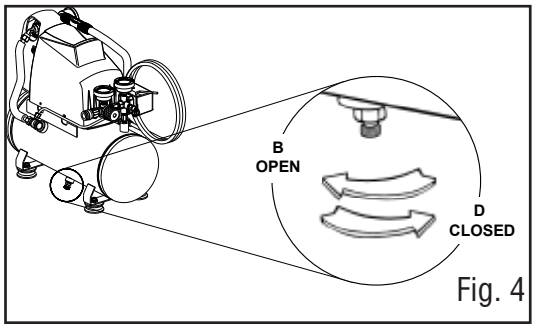

Fig. 4
2. Close the tank drain valve (D). (Fig. 4)
4. Turn the pressure switch to the AUTO position (C).
4. Drain tank of moisture after each day's use. If unit will not be used for a while, it is best to leave drain valve open until such time as it is to be used. This will allow moisture to completely drain out and help prevent corrosion on the inside of tank (Fig. 4).